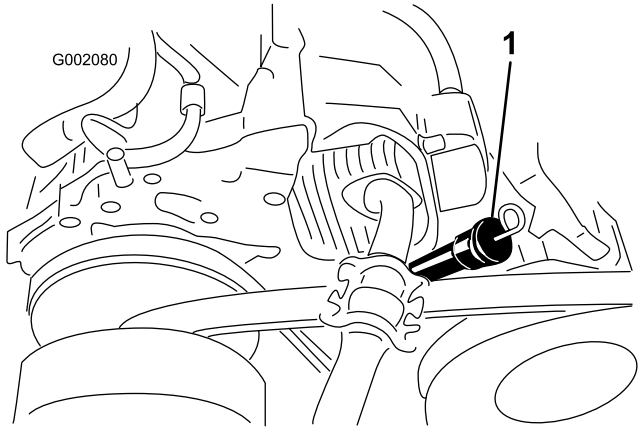
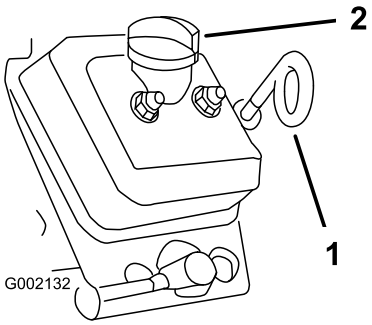

Figur 15
Figur 16
- Modell **07266TC og 07279** – peilestav og påfyllingstut (Figur 15).
- Modeller **07273 og 07273TC** – peilestav og påfyllingstut (Figur 16).
4. Ta ut peilestaven og tørk av enden (Figur 15 og Figur 16).
5. Skyv peilestaven helt inn i røret (Figur 15 og Figur 16). Dra peilestaven ut og se på enden.
6. Sett peilestaven ordentlig på plass (Figur 15 og Figur 16).